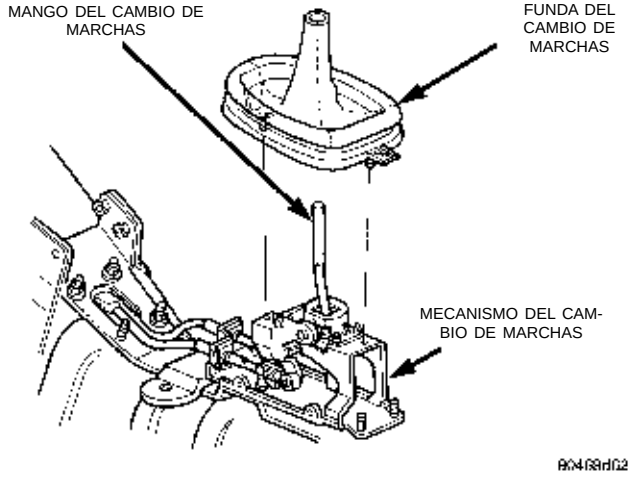

Fig. 9 Funda del cambio de marchas
(1) Retire el pomo del cambiador. Consulte Desmontaje del pomo de la palanca de cambios.
(2) Retire el conjunto de consola. Consulte el Grupo 23, Carrocería.
(3) Corte los collarines de retención de plástico de la base de la funda (Fig. 9). Retire la funda del mecanismo del cambio de marchas.